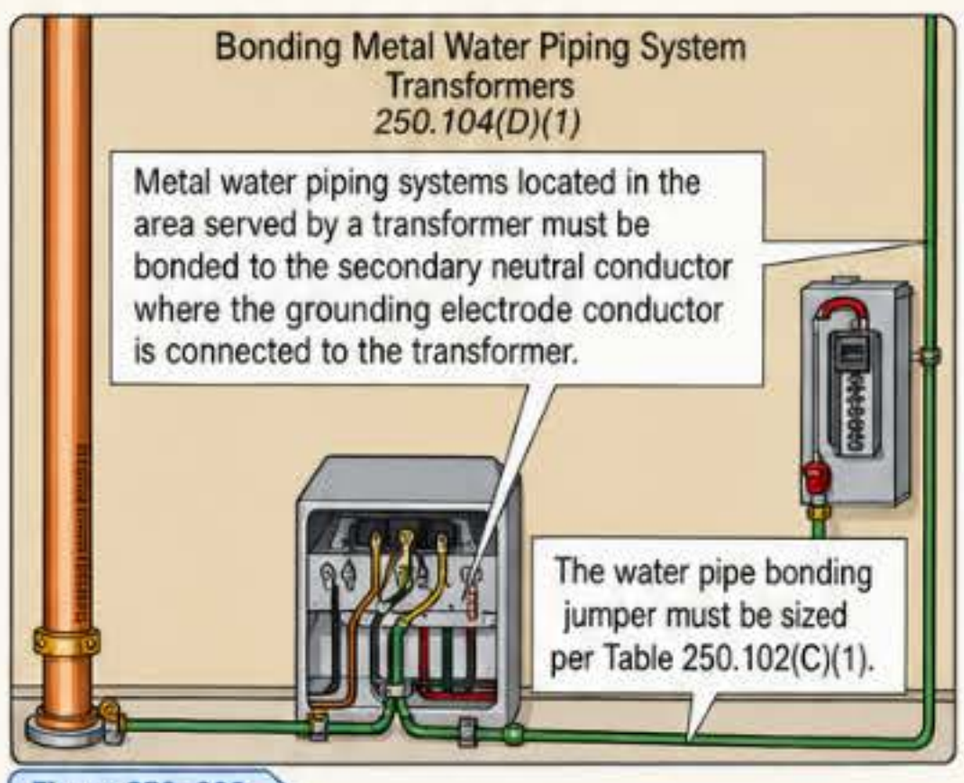

Figure 250–202
(1) Bonding Metal Water Pipe. Metal water piping systems located in the area served by a transformer must be bonded to the secondary neutral conductor where the grounding electrode conductor is connected at the transformer. ▶Figure 250–202